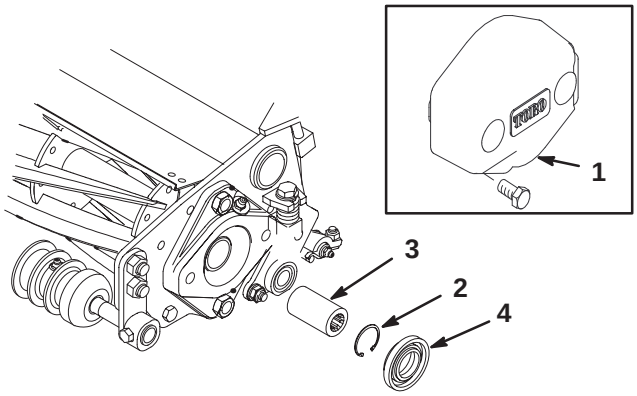

Figure 9
A. Remove the 2 capscrews securing the counter weight to the left end of the cutting unit. Remove the counter weight (Fig. 9, inset).
B. Remove the plastic spacer at both ends of the cutting unit (Fig. 9).
D. Apply grease to the inside diameter of the drive coupler. Install the drive coupler to the left end of the cutting unit with a snap ring (Fig. 9).